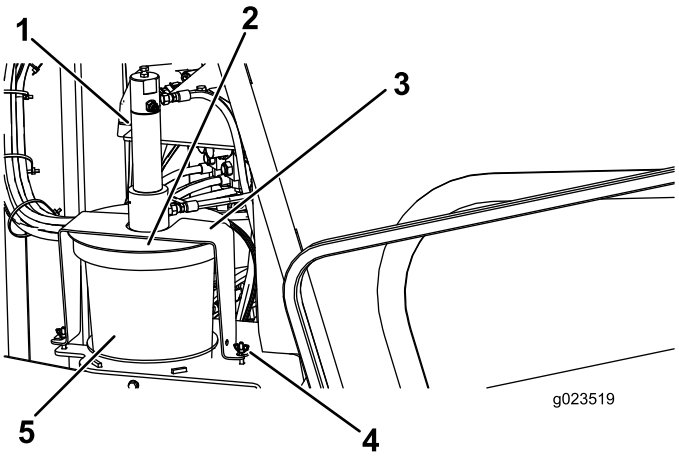

Rysunek 57
3. Odkręcić nakrętki motylkowe mocujące taśmy osłony do urządzenia (Rysunek 57).
4. Obrócić pokrywę i wyciągnąć osłonę taśmy spod śrub zabezpieczających (Rysunek 57).
5. Podnieść zespół pokrywy z pustego pojemnika na smar do gwintów (Rysunek 57).
7. Umieścić pływak w nowym pojemniku i opuścić zespół pokrywy na pojemnik (Rysunek 57).
8. Przesunąć taśmy pokrywy nad śrubami mocującymi i obrócić pokrywę tak, aby taśmy osadziły się na śrubach (Rysunek 57).